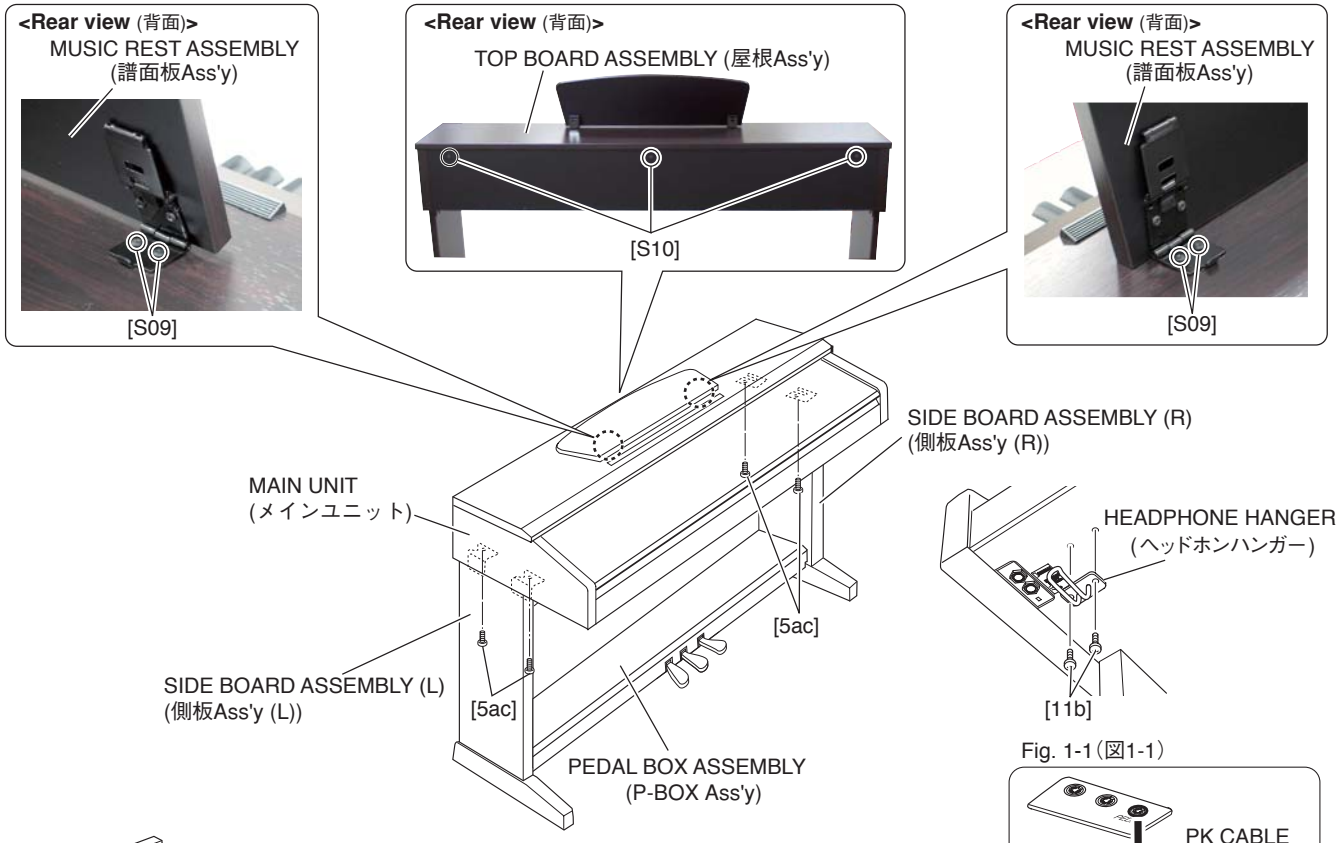

Fig. 1-1（図1-1）
(Fig. 1-1, 1-2)
*4 To remove the side board assembly (L) or the side board assembly (R), be sure to disconnect the AC cord and the PK cable, and remove the headphone hanger and the main unit first. (Fig. 1-1, 1-2, 1-3)
*5 To remove the pedal box assembly, be sure to disconnect the AC cord and the PK cable, and remove the headphone hanger, the main unit and the rear panel first. (Fig. 1-1, 1-2, 1-3)
メインユニットを外すときは、先に電源コードと PK ケーブル、ヘッドホンハンガーを外します。（図 1-1、1-2）
*4 側板 Ass'y（L）または側板 Ass'y（R）を外すときは、先に電源コードと PK ケーブル、ヘッドホンハンガー、メインユニットを外します。（図 1-1、1-2、1-3）
（図 1-1、1-2、1-3）